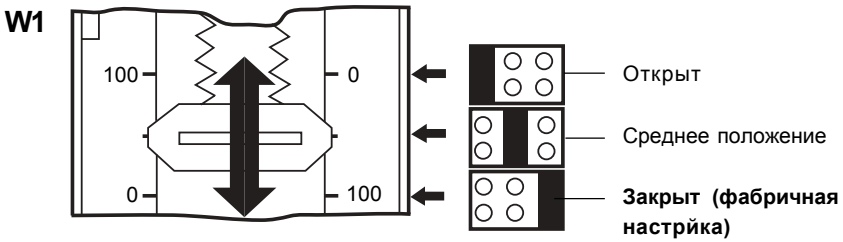

Рис. 35
4.2.1 Настройка переключателя W1 (потеря управляющего сигнала, Рис. 35)